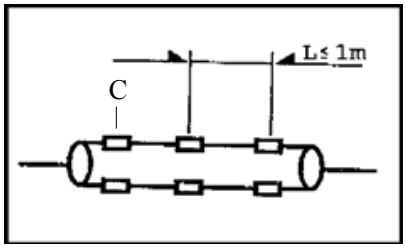

Imagen 4
E. Separe de forma uniforme las sujeciones de montaje y ventosas para que tengan una distancia máxima de 1 m. (Imagen 4)